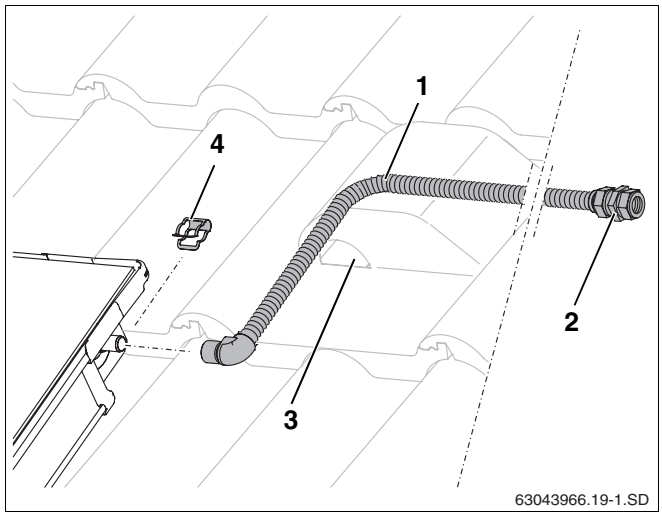

Abb. 53 Vorlaufleitung montieren (ohne Entlüfter am Dach)
- Anschlussrohr (1000 mm, Abb. 53, **Pos. 1**) auf den Vorlaufanschluss des Kollektorfeldes schieben und mit Klammer (Abb. 53, **Pos. 4**) fixieren.
- Anschlussrohr zusammen mit dem Fühlerkabel durch die Entlüftungspfanne (Abb. 53, **Pos. 3**) und durch die Dachisolierung führen.
- Sammelleitung an die Klemmringverschraubung anschließen (Abb. 53, **Pos. 2**).